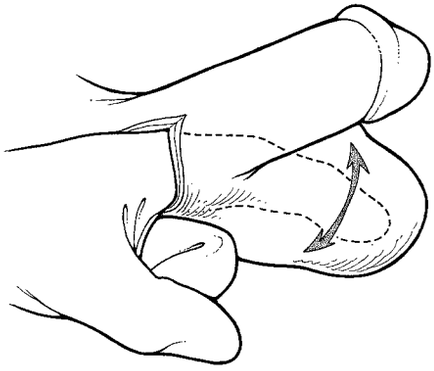

Figure 4-16a. Infrapubic: Bluntly Dissect
1. Use blunt dissection to form a pocket in the most dependent portion of the scrotum **(Figures 4-16a and 4-16b**).